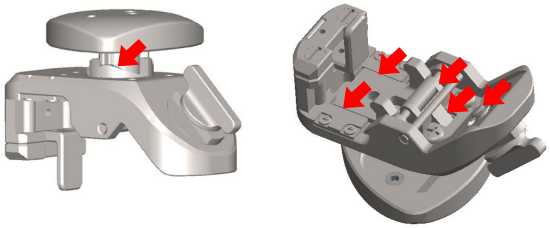

図 10
(4)-2 レトラクタースライドアジャスターⅡについては水性潤滑・防錆保守剤へ浸漬を行うか下図(図 10)矢印部へ塗布してから滅菌してください。[潤滑不足により固定不良の原因になります]